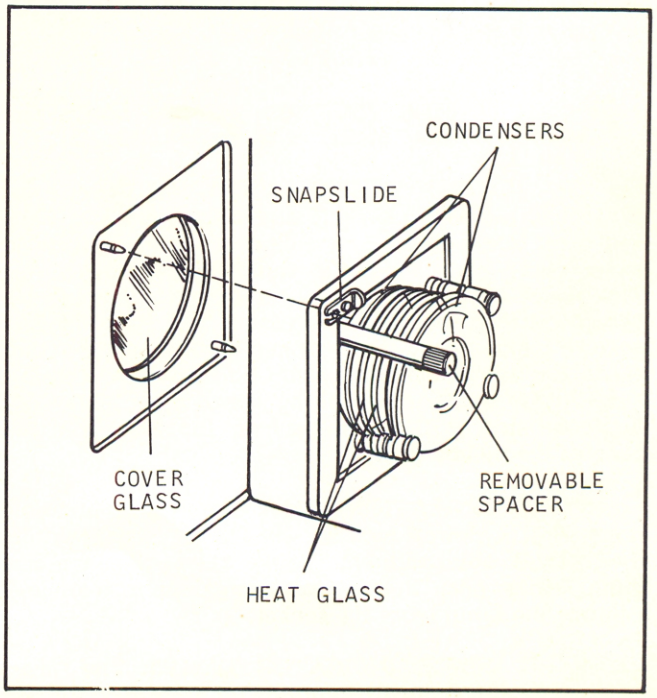

Figure 37. Replacing Lamphouse Optics
f. LAMPHOUSE OPTICS. The No. 1 condensers, the heat filters, and the cover glass are located within the lamphouse (figure 6). First remove the printing lamp by pressing the lamp ejector lever backward and lifting the lamp from its socket. Unlock the two snap slide fasteners (figure 37) and lift out the complete frame assembly. To free the cover glass from the wall of the lamphouse, remove the large retaining ring.